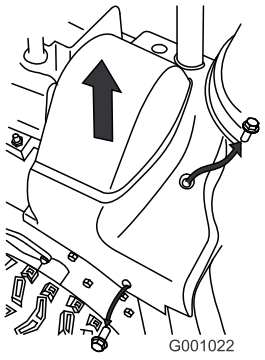

Figur 36
2. Løft remskærmens højre side op (Figur 36).